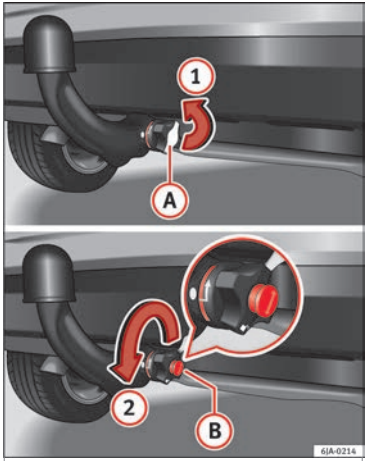
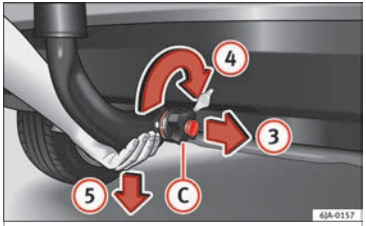

Fig. 201 Remove the key slot cover/unlock with the key.
Fig. 202 Unblock the ball-headed bar.
– Remove cover (A) from over the regulator key slot in the direction of arrow (1) ››› **Fig. 201**.
– Insert key (B) in the key slot.
– Open the manual regulator lock by turning key (B) fully to the left in the direction of arrow (2). The arrow on the key points to the "unlocked" symbol.
– Hold the ball-headed bar from underneath ››› **Fig. 202** and remove manual regulator (C) with your other hand in the direction of arrow (3).
– Turn the removed regulator fully in the direction of arrow (4) and hold it firmly in this position.
– Remove the ball-headed bar from the clamping bush, pulling downward in the direction of arrow (5).